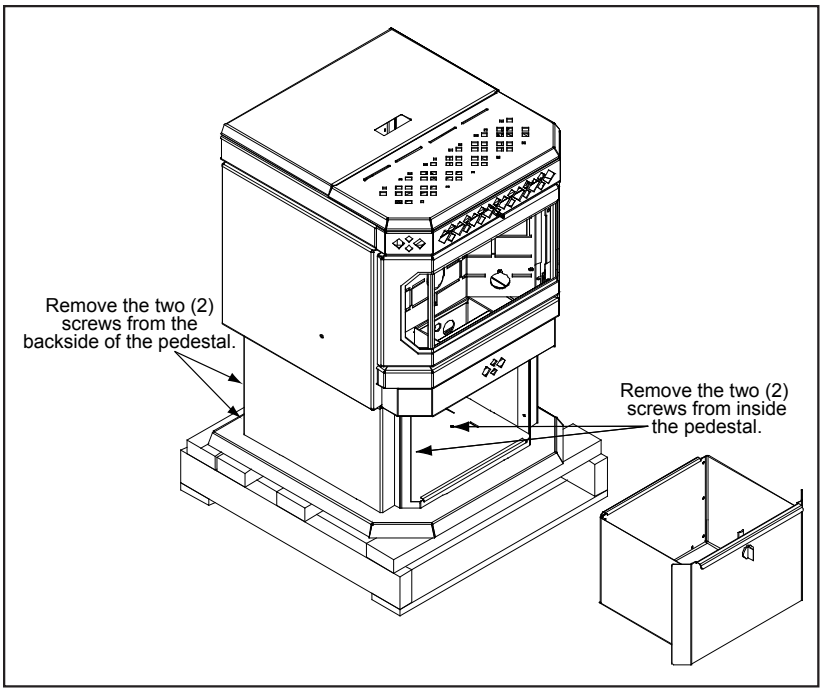

Figure 10: Screws to take out to remove freestanding unit from pallet.
FREESTANDING: To remove your new freestanding stove from its pallet, remove the ash pan and remove the two (2) wood screws inside this area as shown (see Figure 10). Also remove the two (2) wood screws on the back of the pedestal. Remove the unit form the pallet and replace the ash pan.